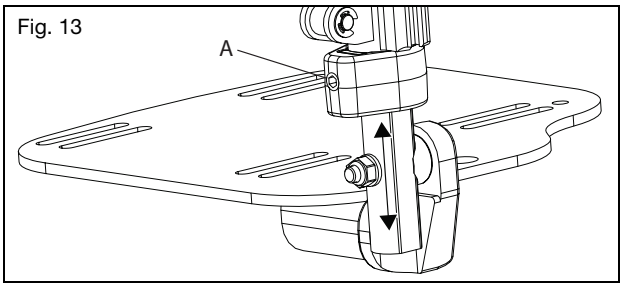

Fig. 13
a. Afloje el tornillo prisionero (Fig. 13:A) con una llave Allen de 4mm.